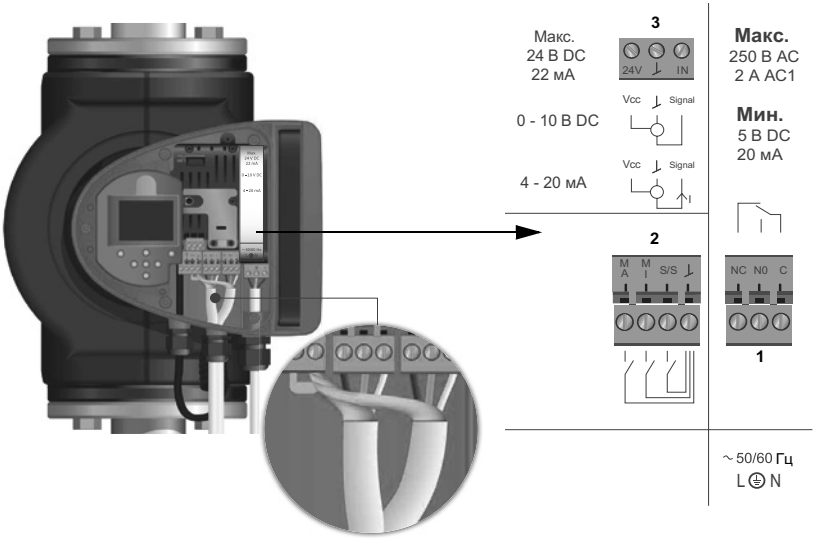

Рис. 21 Схема соединений, модификации с подключением через клеммы
- Модификации с подключением через клеммы: Заземлите экранирующую оплётку кабеля через клемму цифрового входа. См. рис. 21.
См. рис. 21, поз. 1.
См. рис. 21, поз. 2.
См. рис. 21, поз. 3.